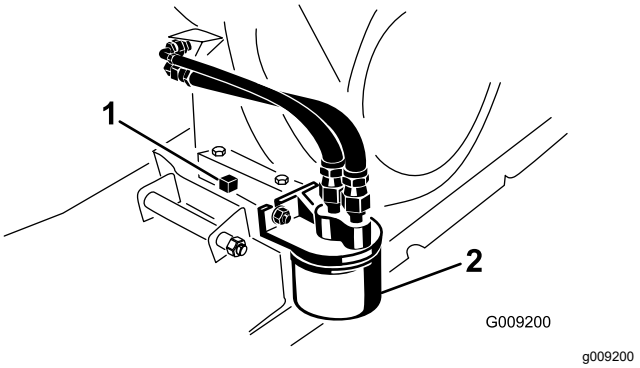

Figur 39
5. Placer en dræningsbakke med kapacitet til 1,8 liter under aftapningsproppen (Figur 39).
6. Fjern aftapningsproppen og pakningen (Figur 39).
2. Fjern det eksisterende oliefilter (Figur 39).
4. Skru det nye filter på filteradapteren, indtil pakningen berører monteringspladen. Spænd derefter filteret endnu ½ til ¾ omgang (Figur 39).